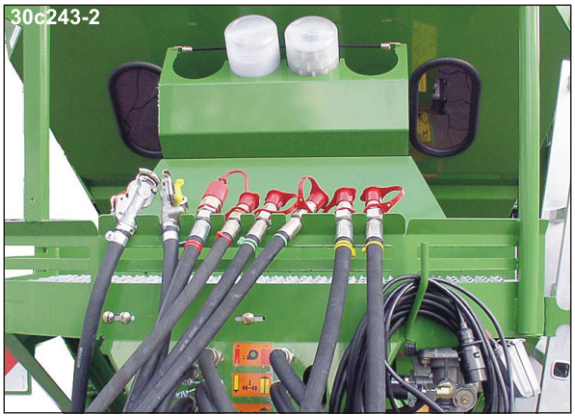

Fig. 132
15. Sæt alle forsyningsledningerne i holderne (Fig. 132).